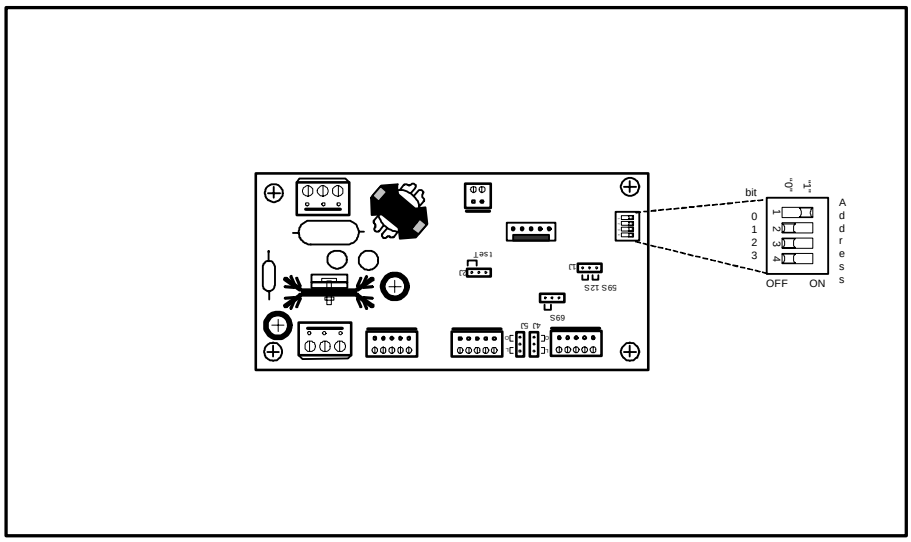

**Figure 5-3: Setting Up the Exciter's Address**
Your next step is to setup an address for each Exciter by using the **S1** slide switch on the LFA21 board, as shown in Figure 5-3.
**Note** Figure 5-3 displays the S1 setting for address 1.